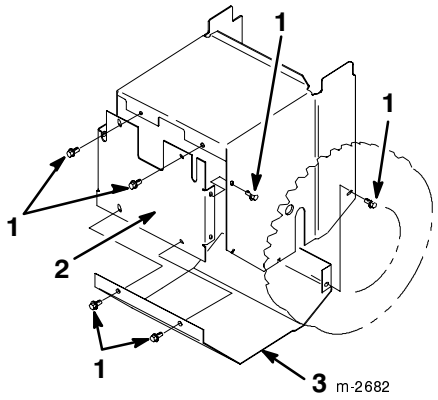

Figur 33
4. Skruva bort de åtta skruvarna som fäster de bakre och undre kåporna och ta bort kåporna (figur 33).